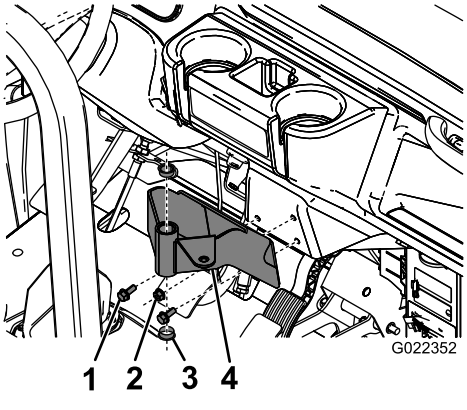

Figur 6
1. Montera konsolfästet instrumentbrädan (eller adapterplattan) på Workman med tre skruvar och tre flänsmuttrar enligt Figur 6.
2. Placera de två plastbussningarna i fästet (Figur 6).